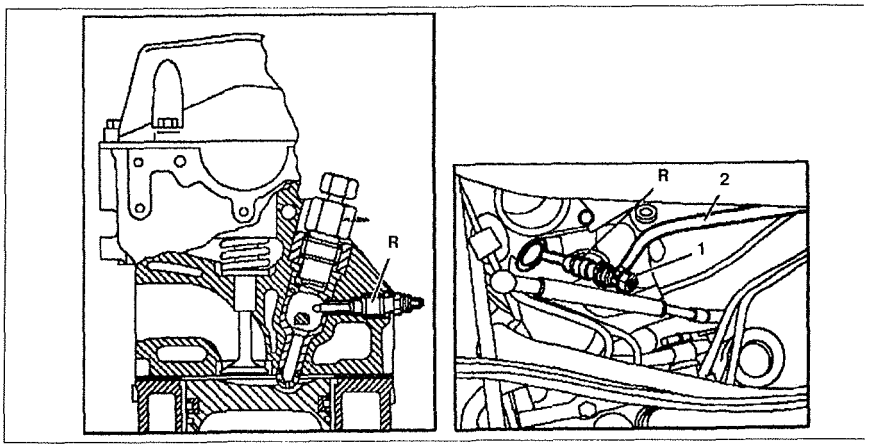

Рис. 4.72. Свечи накаливания:
3. Открутите гайку **1** (см.рис. 4.72).